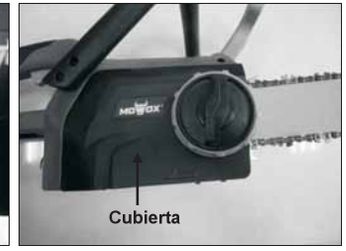

Fig. 2E Fig. 2F
7. Inserte la cubierta lateral en la ranura y asegúrese de que la cubierta lateral está asentada seguramente de forma fija, como se muestra en Fig. 2E/2F.